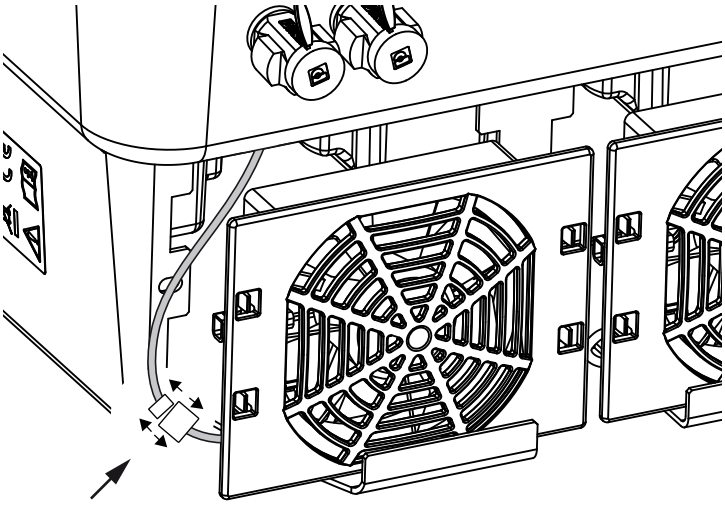

Fig. 65: Remova o cabo do ventilador
4. Retire completamente a unidade de ventilação da caixa. Para isso, desligue o conector do cabo do ventilador. **Fig. 65**